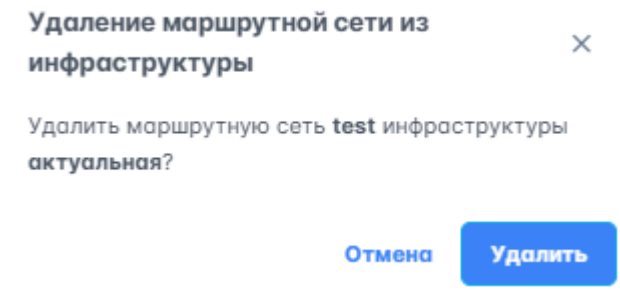

Рисунок 32 – Удаление МС внутри текущей инфраструктуры
2. В таблице данных блока МС текущей инфраструктуры в столбце "Опции" нажать на 🗑, откроется окно подтверждения удаления (рисунок 32).